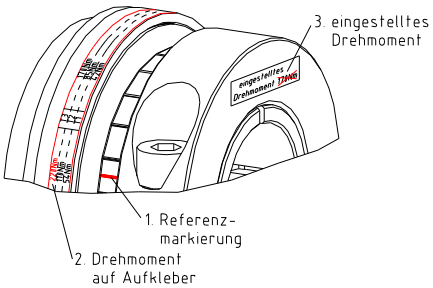

Bild 16
- Verdrehen Sie die Einstellmutter um die gewünschte Anzahl der Kerben (siehe Schritt 1 und 2 im Bild 16) mithilfe eines Hakenschlüssels (siehe Tabelle 8).
- Entfernen Sie den Wert des Drehmomentes auf dem Aufkleber (siehe Schritt 3 im Bild 16).